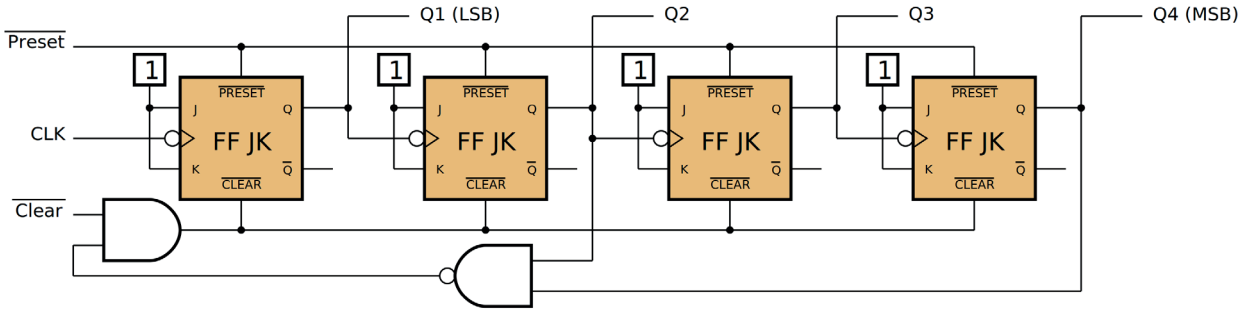
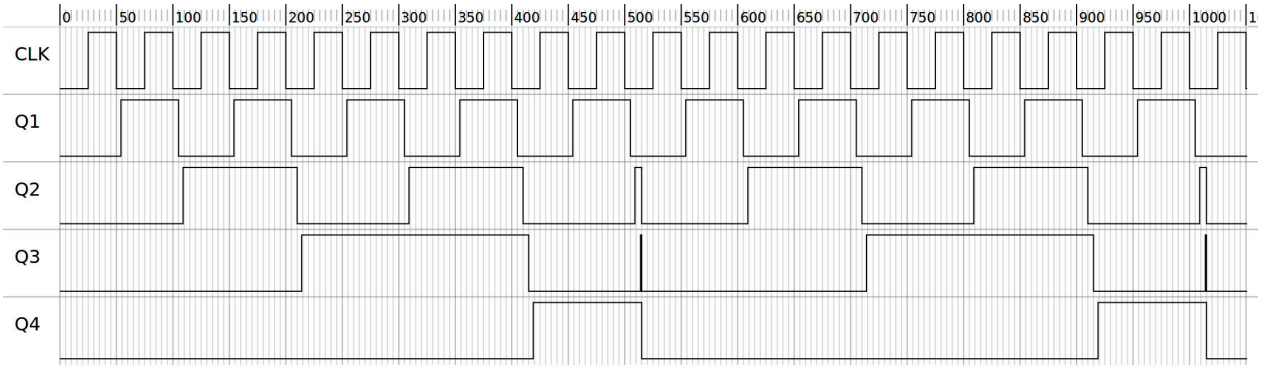

Figura 10.4 – Circuito contador ascendente assíncrono MOD10 (década ou BCD).
Figura 10.5 – Diagrama de tempo do contador ascendente assíncrono MOD10 (década ou BCD).
Os contadores podem ser projetados para ter um número de estados em sua sequência que seja menor que o máximo de 2^n. Esse tipo de sequência é chamado de *sequência truncada*. Para obter tal contador, um dos métodos que podem ser usados é a técnica de "reciclagem em relação ao módulo". Um módulo comum para contadores com sequências truncadas é dez (chamado MOD10). Contadores com dez estados em sua sequência são chamados de contadores de década. Um contador de uma década com uma sequência de contagem de zero (0000) a nove (1001) é um contador de décadas BCD porque a sua sequência de dez estados produz o código BCD. Esse tipo de contador é útil em aplicativos de exibição nos quais o BCD é necessário para conversão em uma leitura decimal. Para obter uma sequência truncada, é necessário forçar o contador a reciclar antes de passar por todos os seus possíveis estados. Por exemplo, o contador de décadas BCD deve reciclar de volta ao estado 0000 após o estado 1001. Um contador de uma década requer quatro flip-flops (três flip-flops são insuficientes porque $2^3 = 8$). Uma maneira de fazer um contador BCD a partir de um contador assíncrono de 4 bits é modificar sua sequência como mostrado na figura 10.4, que mostra um circuito contador ascendente assíncrono Mod10 (década ou BCD) obtido pelos flip-flops JK. Para forçar este contador a reciclar após a contagem de nove (1001) é decodificar a contagem em dez (1010) com uma porta NE e conectar a saída da porta NE às entradas clear (R) dos flip-flops, como mostrado na figura 10.4. Observe na figura 10.4 que apenas Q4 e Q2 estão conectados às entradas da porta NE. Esse arranjo é um exemplo de decodificação parcial, em que os dois estados únicos (Q4 = 1 e Q2 = 1) são suficientes para decodificar a contagem de dez porque nenhum dos outros estados (zero a nove) tem Q4 e Q2 em alto "1" ao mesmo tempo. Quando o contador entra em contagem de dez (1010), a saída da porta de decodificação fica em baixo "0" (ambas as entradas estão em alto "1") e desativa de forma assíncrona todos os flip-flops. Então a sequência de contagem começa no estado 0000 com o próximo sinal de relógio. O diagrama de tempos é mostrado na figura 10.5.